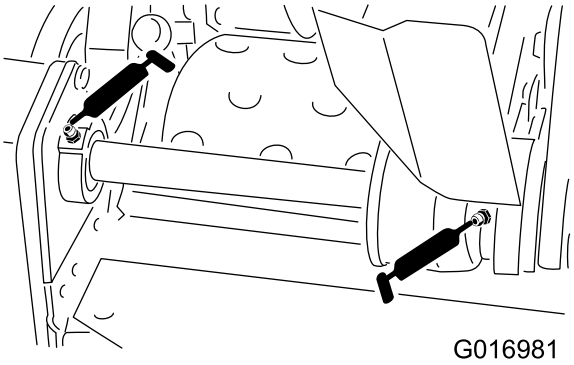

Rysunek 20
- 2 na łożyskach wału pośredniego wirnika (Rysunek 20)